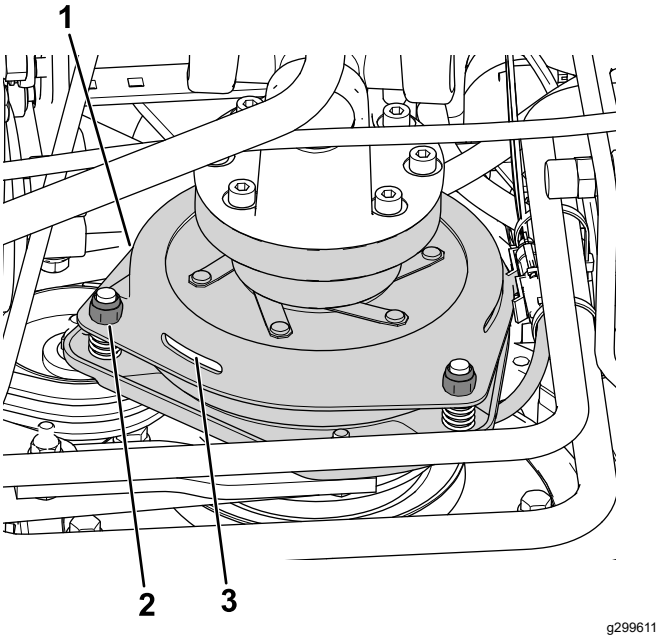

Figura 76
3. Regolate il traferro in modo da inserire, forzandolo leggermente, uno spessimetro di 0,3 mm tra il rivestimento interno della frizione e la piastra della frizione (Figura 76).
Nota: Per ridurre il traferro girate i dadi di regolazione in senso orario (Figura 76). Il massimo traferro di servizio è di 0,6 mm. Portate tutti e 3 i traferri a 0,4 mm.